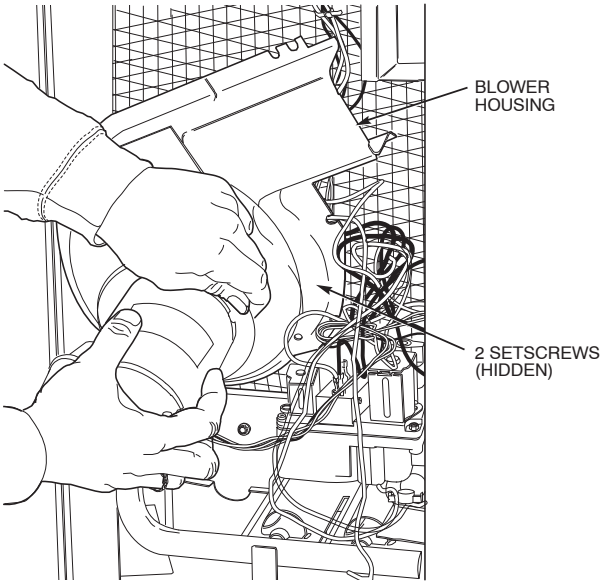

**Fig. 20 - Removal of Motor and Blower Wheel**
3. Slide the assembly out of the unit. (See Fig. 20). Clean the blower wheel. If additional cleaning is required, continue with Steps 4 and 5.